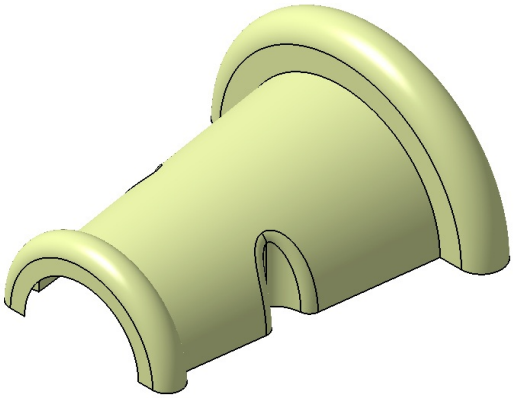

Figure 18-92 *Resultant fillet feature*
3. Set **5** in the **Radius** spinner and then choose the **OK** button from the **Edge Fillet Definition** dialog box. Figure 18-92 shows the model after adding the fillet.